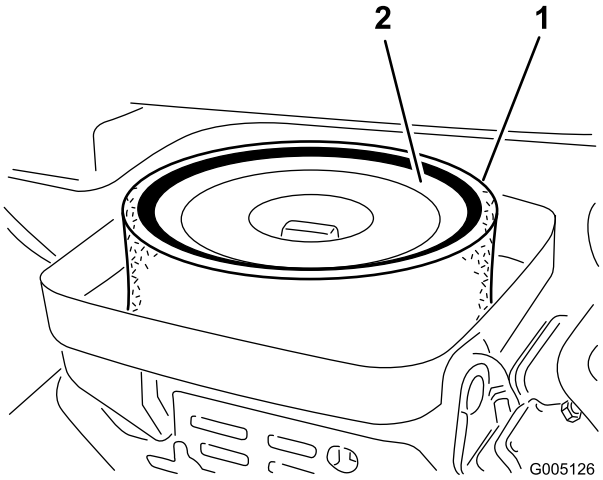

**Figur 43**
3. Hvis skumelementet er skittent, fjerner du det fra papirelementet (Figur 43). Rengjør den grundig, som følger: